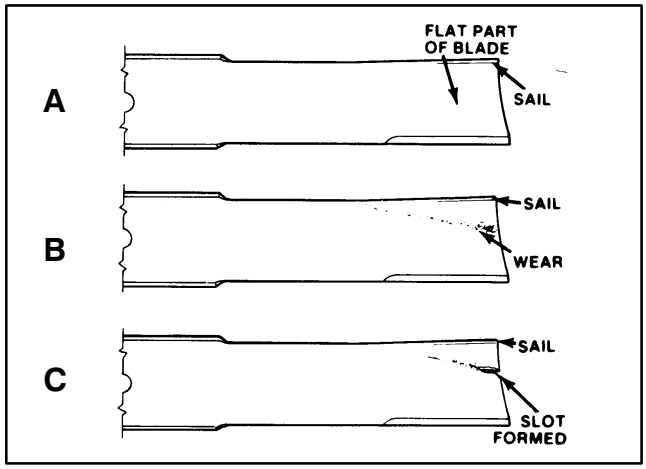

Figure 27
2. Examine cutting ends of the blade carefully, especially where the flat and curved parts of the blade meet (Fig. 27−A). Since sand and abrasive material can wear away the metal that connects the flat and curved parts of the blade, check the blade before using the mower. If wear is noticed (Fig. 27−B), replace the blade.
If blade is allowed to wear, a slot will form between the sail and flat part of the blade (Fig. 27−C). Eventually a piece of the blade may break off and be thrown from under the housing, possibly resulting in serious injury to yourself or bystanders.